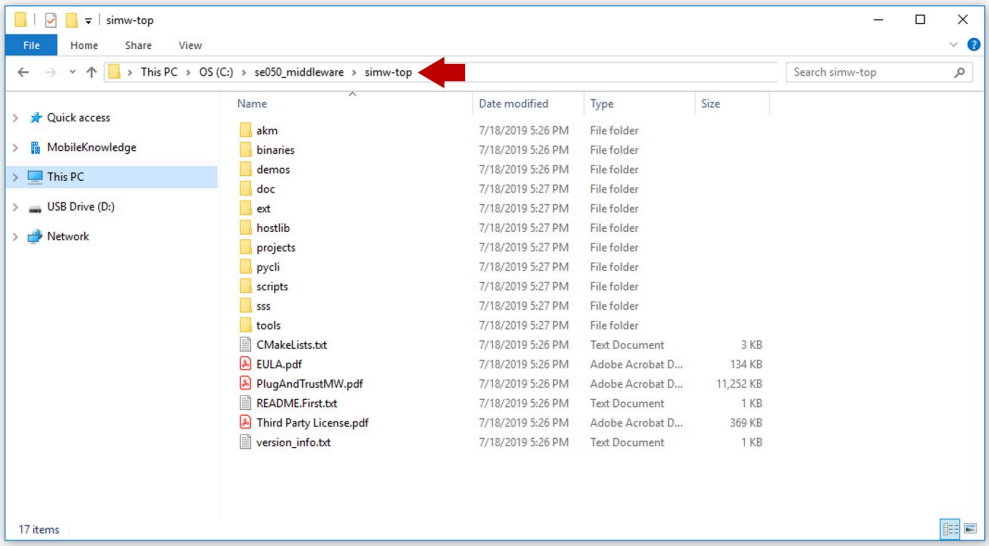

Figure 22. Unzip se050 middleware
3. Unzip the EdgeLock SE05x Plug & Trust Middleware inside the *se050_middleware* folder. After unzipping, you will see a folder called ***simw-top*** created. The contents of the ***simw-top*** directory should look as shown in Figure 22: